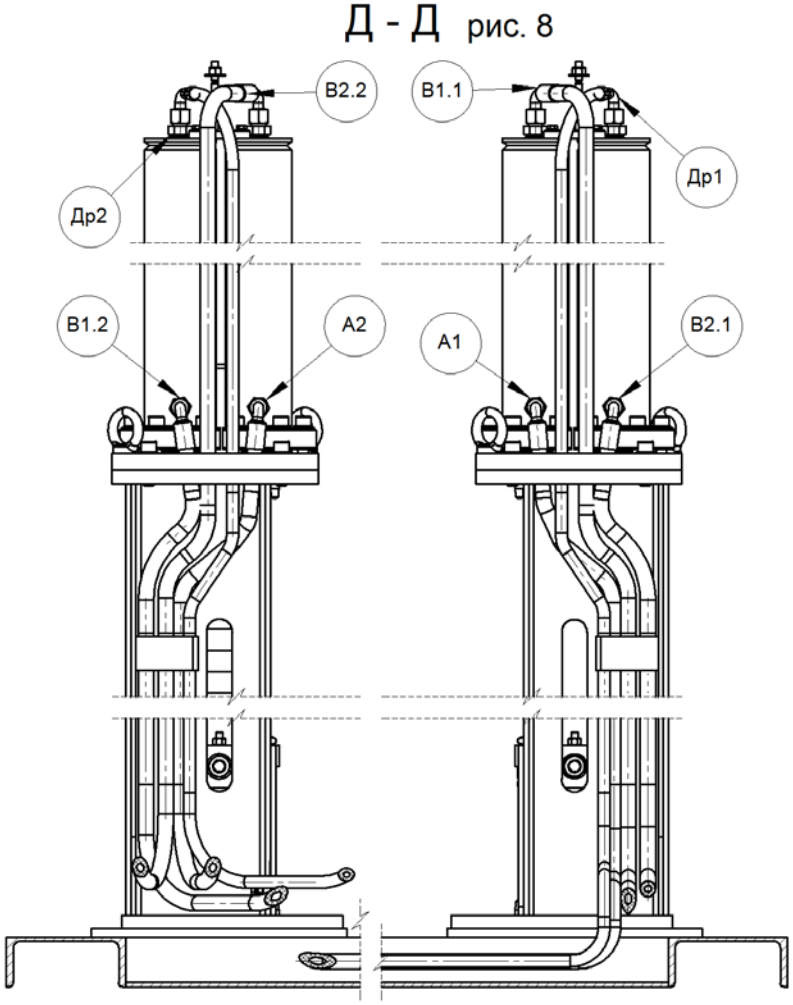

Рис. 9. Монтаж гидравлический подъемника ПГ-20
6.1.6. Из накидных гаек рукавов высокого давления, исходящих из стоек 1…4 демонтировать транспортировочные заглушки. Рукава высокого давления, исходящие из стоек 2 и 4 уложить в швеллерах оснований. Подключить рукава высокого давления к станциям гидропривода в соответствии с обозначениями на Рис. 9 и 10.